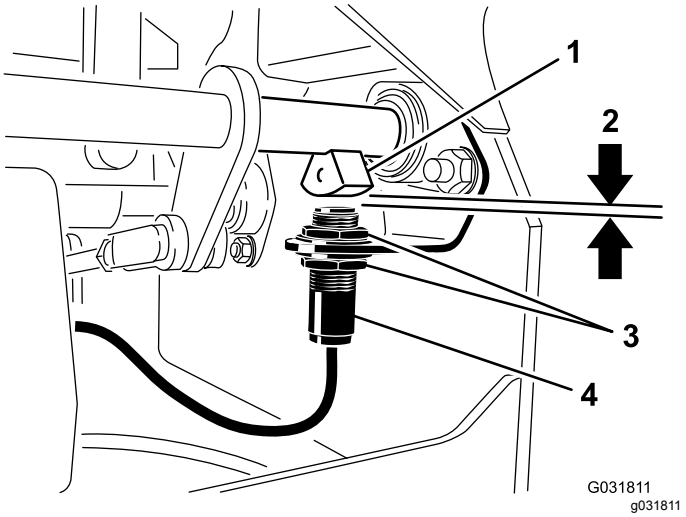

**Rysunek 44**
4. Przesuwaj przełącznik w górę lub w dół na wsporniku, aż odległość między czujnikiem wału hamulca i trzpieniem ruchomym przełącznika wyniesie 4 mm, jak pokazano na Rysunek 44.